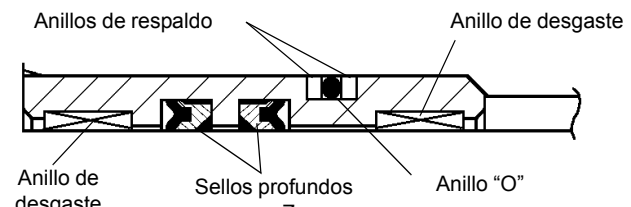

FIGURA 2-43
2. Instale el anillo “O” y anillos de respaldo en el exterior del retenedor de sellos y los sellos profundos en Z de varilla y anillos de desgaste en el interior del retenedor de sellos (Figura 2-43).